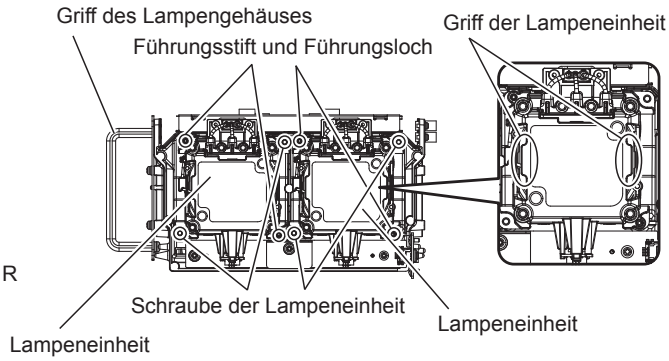
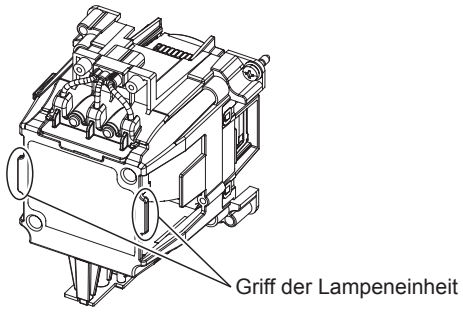

Abb. 4
Abb. 5
4) Entfernen Sie die Lampeneinheit. (Abb. 4, Abb. 5)